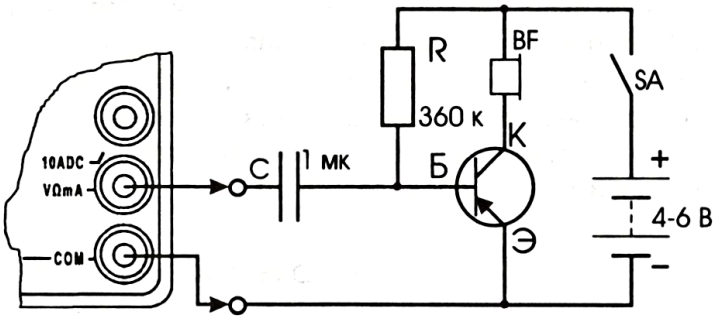

Рис. 8
2. Соберите усилительный каскад на транзисторе VT (рис. 8). На его вход (p-n-переход «база-эмиттер») подайте сигнал генератора мультиметра и на выходе (в телефоне BF) услышите усиленные звуки, соответствующие частоте генератора. Это свидетельствует об усилительных свойствах каскада.